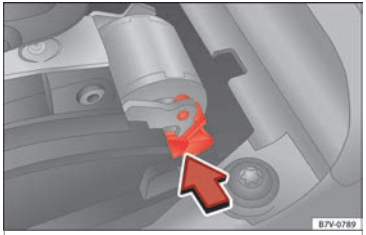

Fig. 204 Manual release of gear selector lever
- Press the release lever ››› **Fig. 204** in the direction of the arrow and hold it in this position.